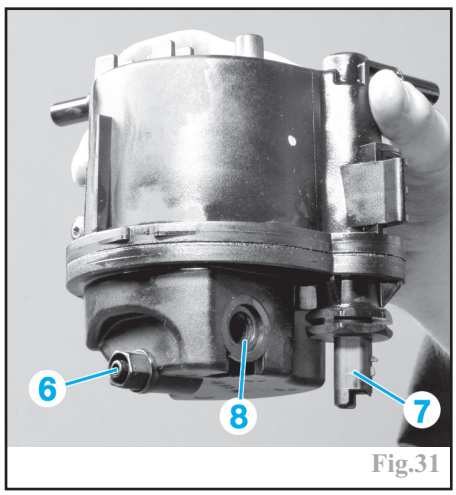

Fig.31
Ouvrir la vis de purge (6) (Fig.31).
Déconnecter le réchauffeur de combustible (7) et le capteur de présence d'eau (8) si équipé (Fig.31).